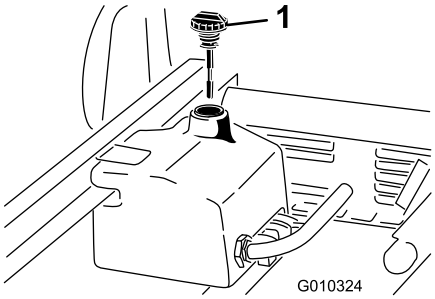

**Figur 19**
1. Rengør området omkring påfyldningshalsen og hydrauliktankens dæksel (Figur 19). Fjern dækslet fra påfyldningsstudsen.
2. Fjern målepinden (Figur 19) fra påfyldningsstudsen, og tør den af med en ren klud. Indfør målepinden i påfyldningsstudsen, tag den op igen, og kontroller væskestanden. Væskestanden skal være mellem de to mærker på målepinden.